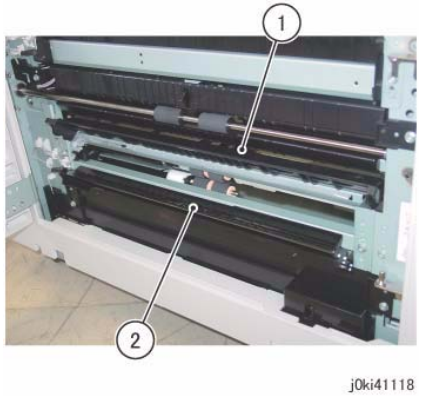

Figure 1 Remove the Lower and Feed Out Chutes
6. Remove the Lower Chute and the Feed Out Chute. (Figure 1)